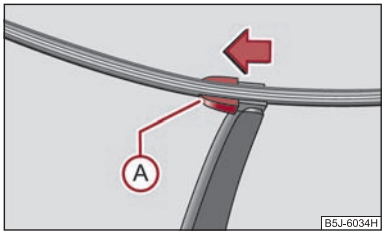

Fig. 48 Escobilla de la luneta posterior
– Separar el brazo de la escobilla del cristal y colocar la escobilla en posición perpendicular al brazo ⇒ fig. 48.
– Con la otra mano, desenclavar el seguro (A) en el sentido de la flecha y sacar la escobilla.